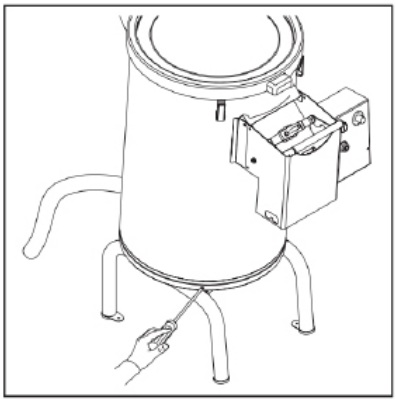

Abb. 9.
- Stellen Sie das Gerät auf eine ebene Fläche und lösen Sie die Schrauben, mit denen die Walze am Sockel befestigt ist (Abb. 9).